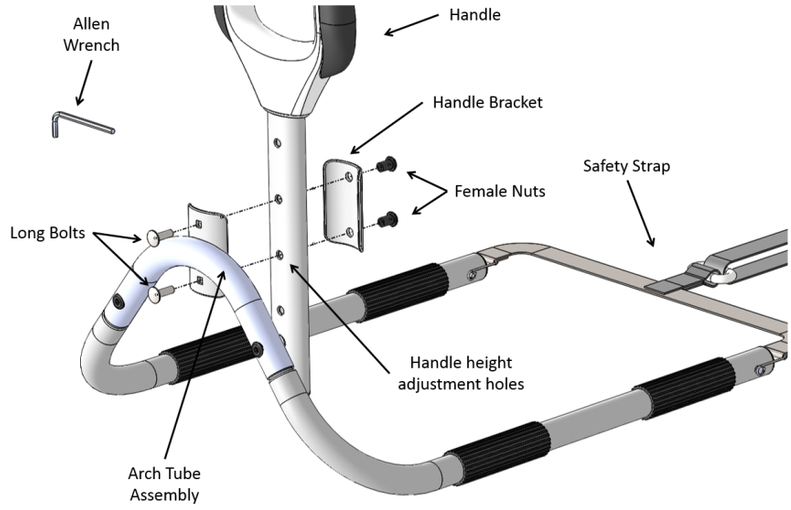

FIGURE 4
4. Determining the "Handle height adjustment holes" to use. Attach the Handle onto the Arch Tube with the Handle Bracket, Long Bolts, and Female Nuts using the included Allen Wrench as seen in Figure 4.